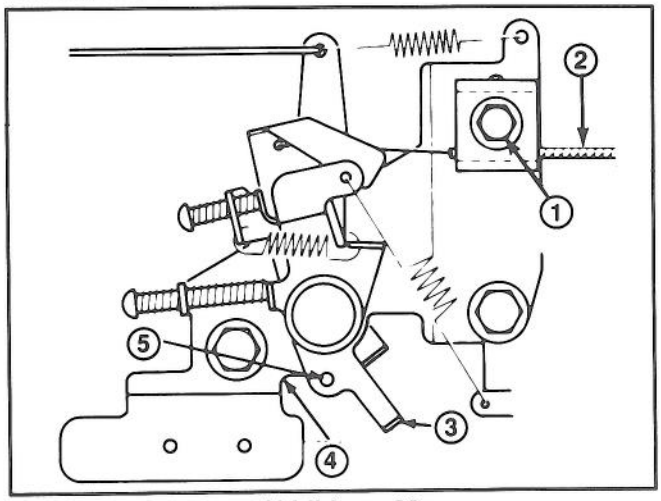

Abbildung 20
3. Die Schraube der Kabelklemme lösen, bis das Gaszugkabel durchrutscht (Abb. 20). Die Stanzlöcher des Drosselhebels und der Drosselhalterung ausrichten. Die Schraube der Kabelklemme anziehen, um die Einstellung zu sichern.